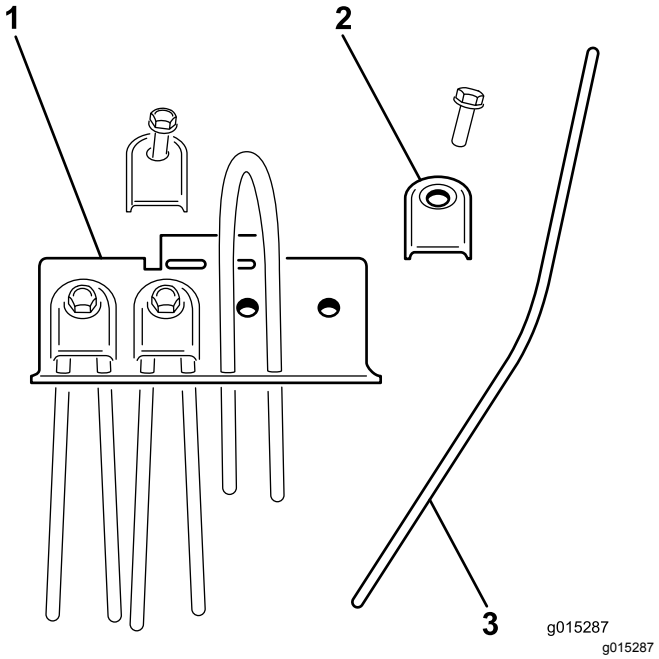

Figure 28
2. Déposez la bride de fixation de la dent et sortez la dent endommagée (Figure 28).